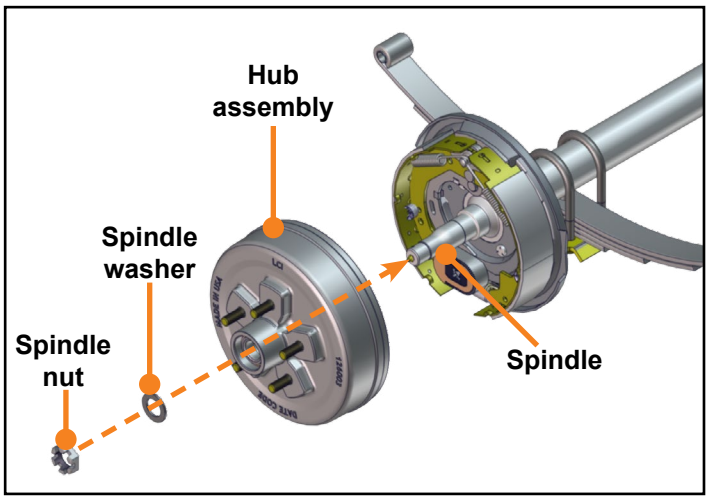

Fig.11
1. Place hub assembly onto the axle spindle followed by the spindle washer and spindle nut **(Fig. 11)**. Spindle nut should be torqued to 50 ft.-lb. Rotate the hub during the tightening process.